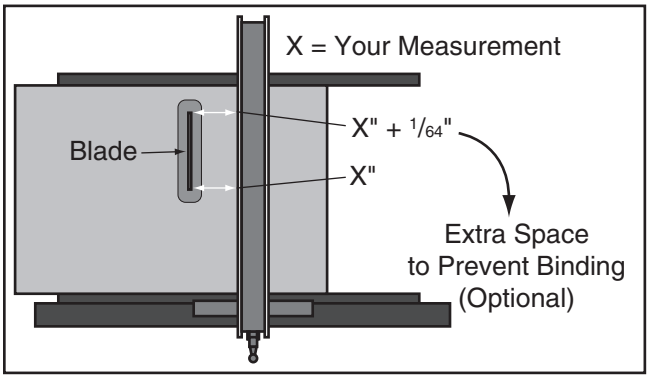

Figure 127. Adjusting fence with a 1/64" offset.
Some woodworkers prefer to offset the rear of the fence 1/64" from the blade, as shown in **Figure 127**, to help prevent the workpiece from binding and burning.
4. Measure distance between tooth and fence face, as shown in **Figure 127**.